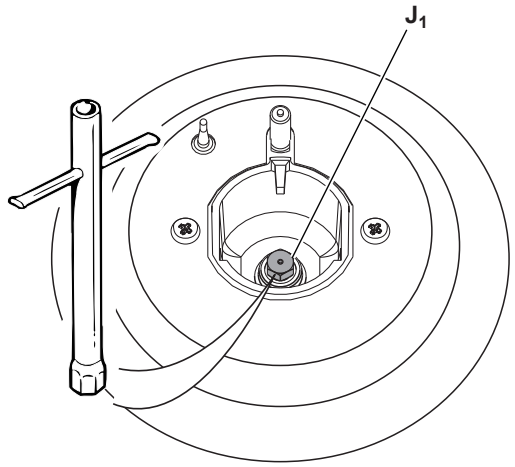

Fig. 2.11
- Using a wrench substitute the nozzle injectors “**J_1**”, “**J_2**”, “**J_3**” and “**J_4**” (figs. 2.11, 2.12, 2.13) with those most suitable for the kind of gas for which it is to be used.